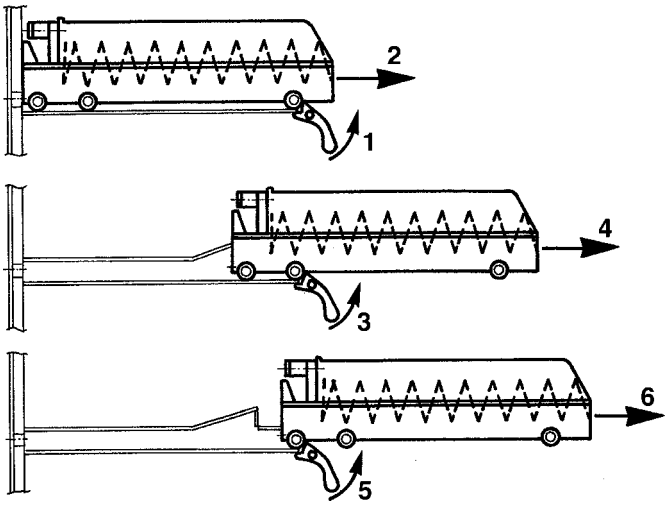

Fig. 12
- Move the guides (see Figure 12) placed on the side supports, except the first ones at the bottom which stay in the same position.